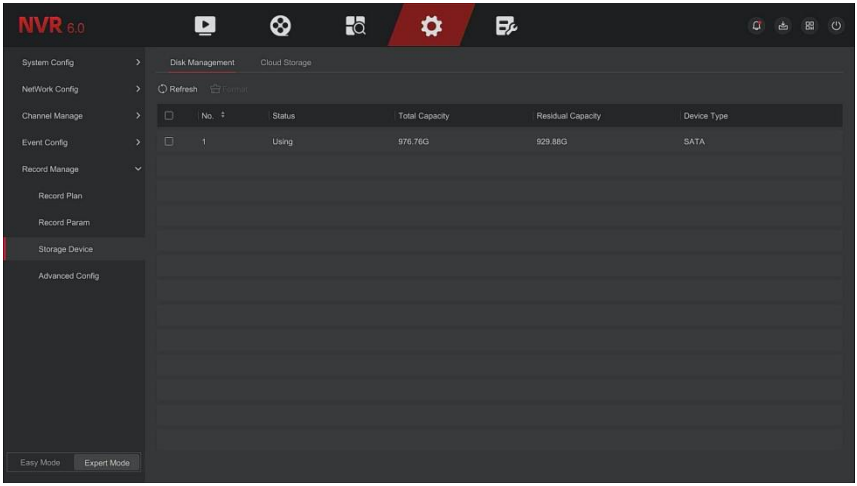

Figure 5-116
Step 1: In the main menu, click " Config → Expert Mode → Record Manage →Storage Device" to enter storage device interface, as shown in Figure 5-116 below.